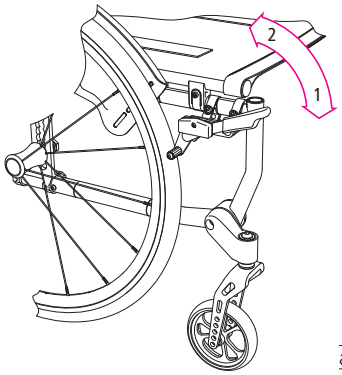

afb. 15
1. U zet de parkeerrem vast door de hendel naar voren/omlaag te duwen (1, afb. 15). Dit is de stand waarin de rem vergrendeld is.
2. Door de hendel omhoog te trekken, wordt de rem weer ontgrendeld (2, afb. 15).